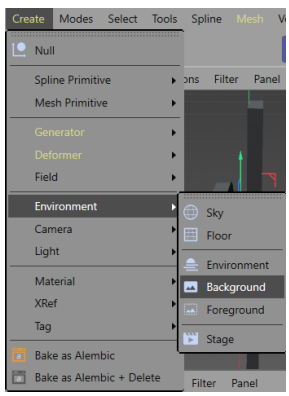

Figure 2-25 *Choosing the* ***Background*** *option from the main menu*
1. Choose **Create > Environment** from the main menu; a cascading menu is displayed. Choose the **Background** option from it, as shown in Figure 2-25; *Background* is added to the Object Manager.